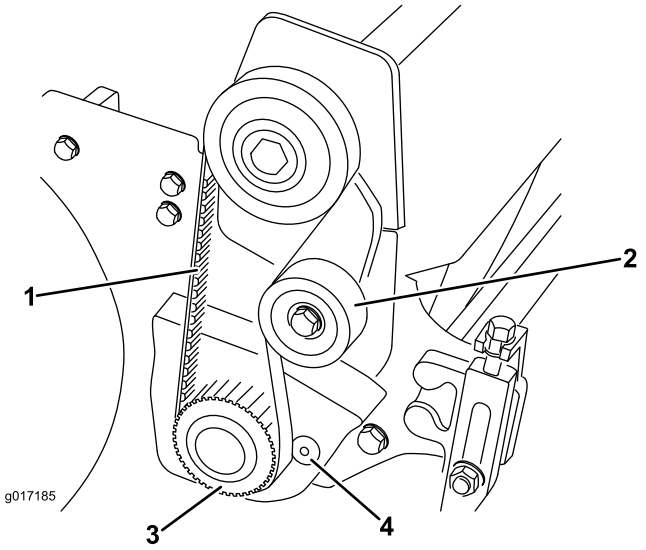

Figur 8
17. Løsne lederullen for å avlaste remspenningen, og fjern spoledrivremmen fra remskivene (Figur 8).
18. Fjern drivremskiven fra spoleakselen med en 1/2 tommes sperrehake og forlengelse for drev (Figur 8). Bruk en treblokk for å hindre at spolen roterer.
19. Fjern de to flathodeskruene og mutterne som fester trimmerarmdekslet til lagerhuset og sideplaten (Figur 8). Fjern trimmerarmdekslet og ta vare på festene.